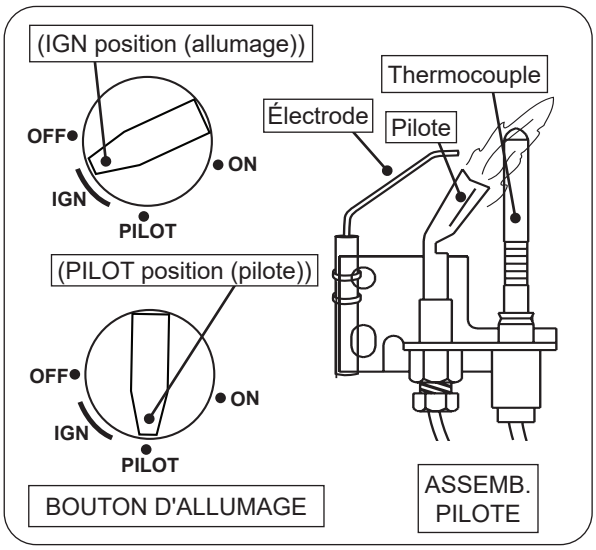

Fig. 50-1 Éclairage pilote
3. Localisez l'assemblage de la veilleuse sur le côté ou à l'arrière du bac du brûleur (voir Fig. 50-1).
5. Tout en maintenant le bouton enfoncé, tournez le bouton de commande dans le sens antihoraire ↶ vers **PILOT** (pilote) jusqu'à ce que vous entendiez un clic (l'allumeur piézo-électrique s'activera et allumera la veilleuse). Continuez à maintenir le bouton enfoncé pendant environ une (1) minute après l'allumage de la veilleuse. Relâchez le bouton et il ressortira. La veilleuse restera allumée. Voir la Fig. 50-1. S'il s'éteint, répétez les étapes 2 à 5.